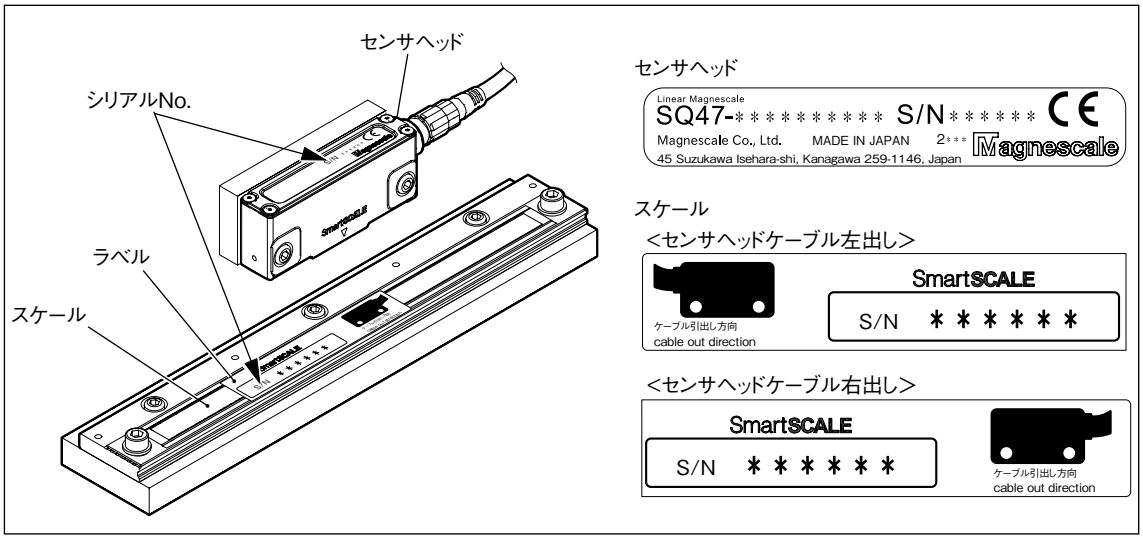

図 3-6
2. スケールに貼付けられているラベルで、センサヘッドのケーブル引出し方向と、シリアル No. がセンサヘッドのシリアル No. と同じであることを確認します。(図 3-6 参照)